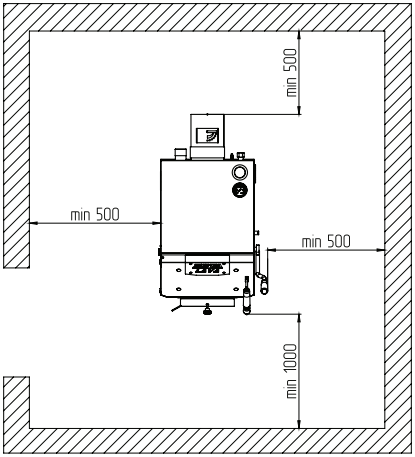

Рис.2 Схема установки котла
6.1.11. Расположение котла в помещении с учетом необходимого для обслуживания пространства показано на (Рис.2).